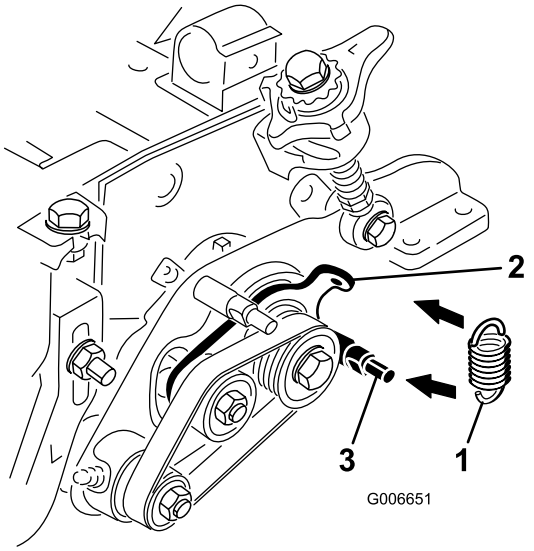

Figur 11
22. Fest blindfjæren i hullet i lederullplatetappen, og rundt merket på trimsatsplatens nedre bolt (Figur 11). Den åpne enden av fjærhaken skal plasseres mot lederullen.